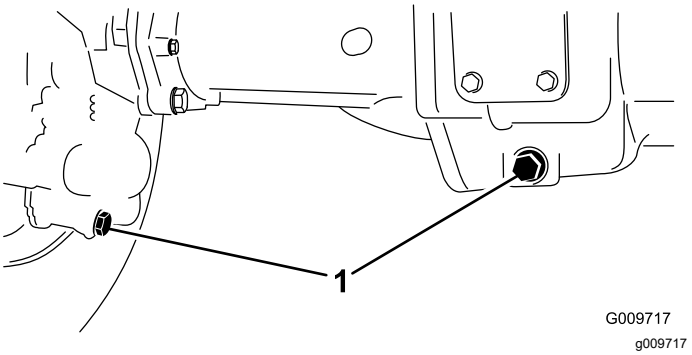

Figur 66
2. Rengjør områdene rundt de tre tappepluggene, én på hver ende og én i midten (Figur 66).